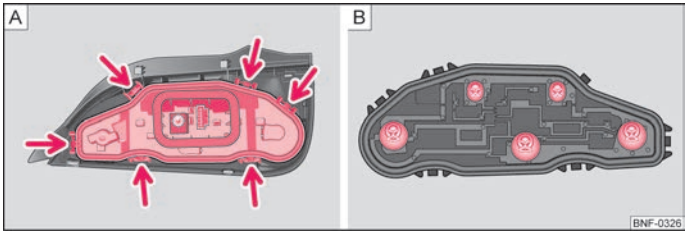

Fig. 124 Tail light assembly: Changing bulbs
– Unlock the lamp holder on the locking latches (arrows) ⇒ Fig. 124 - A and remove the lamp holder from the rear light.
– Press the faulty bulb into the socket, turn it **anti-clockwise** and remove it ⇒ Fig. 124- B.